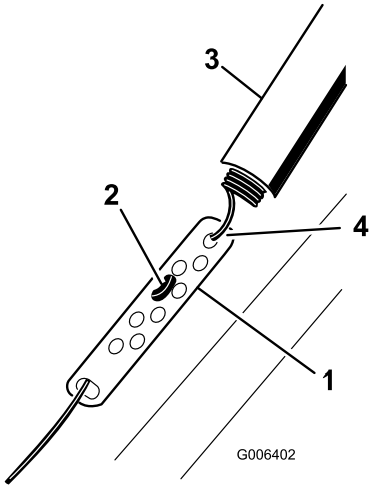

Figur 10
1. Skjut upp fjäderkåpan och haka loss fjädern från justerlänken (Figur 10).
2. Flytta Z-inpassningen till ett högre eller lägre hål i justerlänken efter behov för att erhålla mellanrummet på 2–3 mm mellan styrstången och handtaget (Figur 10).